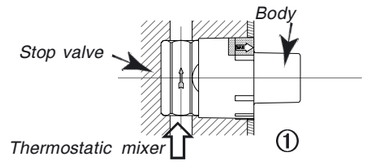

Fig. 2
- Complete assembly (see Fig. 2).